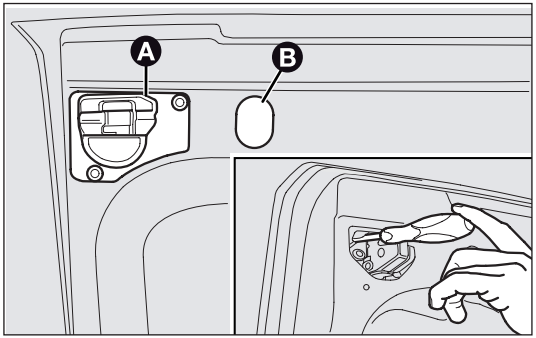

fig. 159b F0V0231m
- ❒ for versions with high roof and swing doors, remove the pressure-fit plastic guard A-fig. 159b and rubber cap B-fig.159b; using a screwdriver, release the retaining tags as shown in the figure and remove the unit;